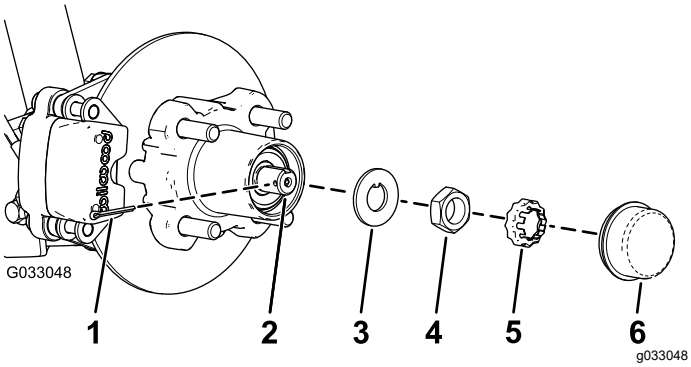
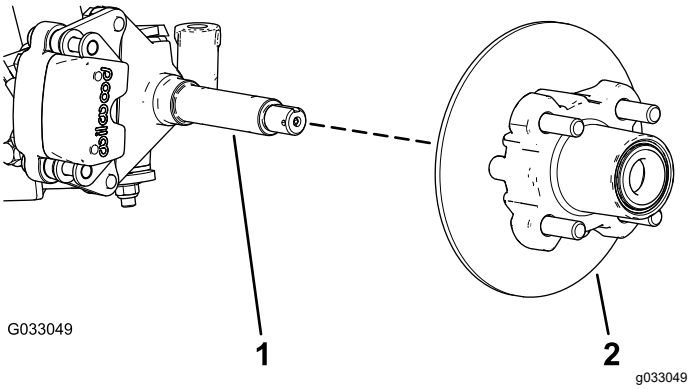

Rysunek 26
Rysunek 27
4. Zdejmij pokrywkę przeciwpyłową z piasty koła (Rysunek 26).
5. Wyjmij zawleczkę i zdejmij element ustalający nakrętki z osi i nakrętki osi (Rysunek 26).
6. Odkręć nakrętkę osi z osi koła i zdejmij piastę wraz z tarczą hamulcową z osi (Rysunek 26 oraz Rysunek 27).